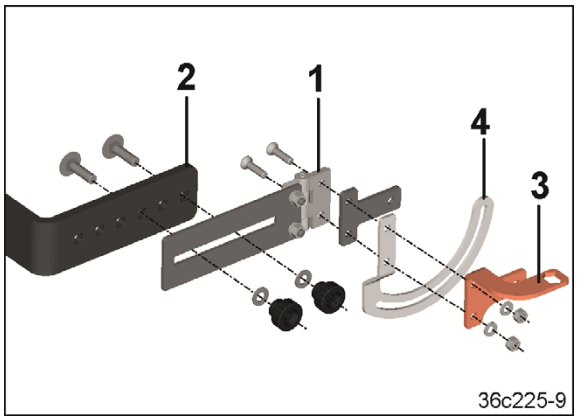

Fig. 96
4. Mittelteil (Fig. 96/1) mit Oberlenkerhalter (Fig. 96/2), Ausleger (Fig. 96/3) und Kulisse (Fig. 96/4) für den Magneten verschrauben.